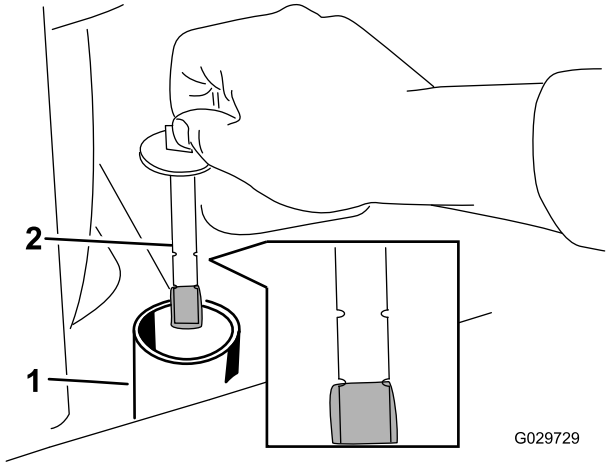

**Rysunek 28**
8. Zdejmij korek z szyjki wlewu i sprawdź poziom płynu na wskaźniku (Rysunek 28).